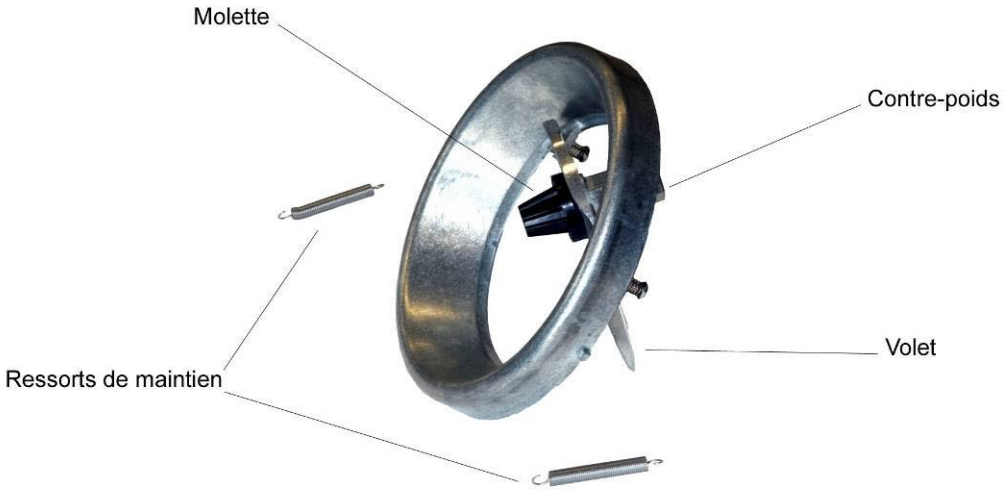

Figure 2 – REGULATEUR DE TIRAGE REGSTIR
4.23 Réglage du régulateur (fig. 2)